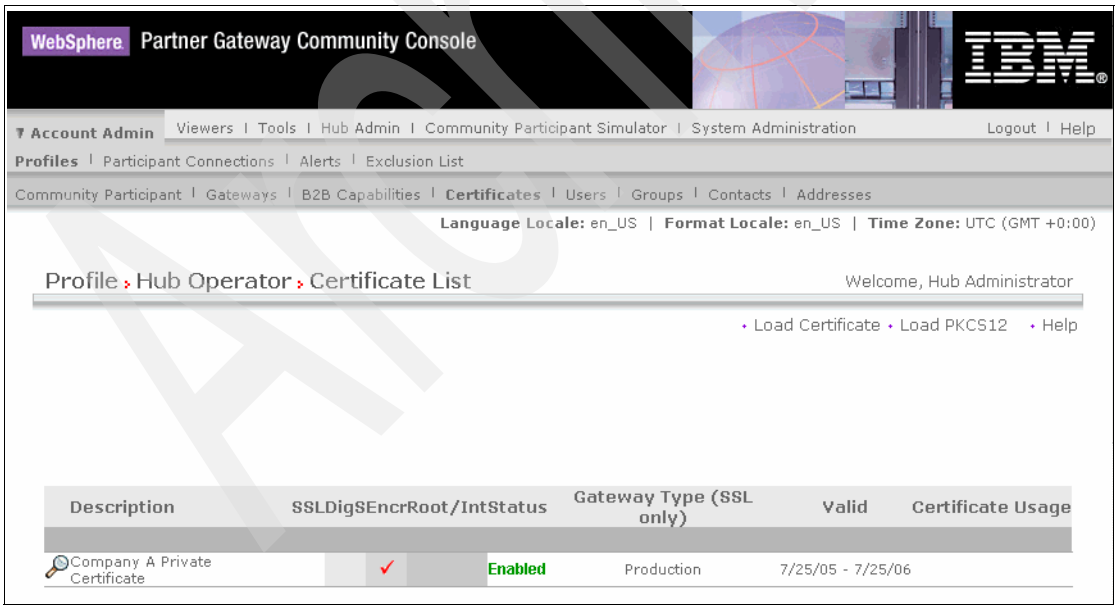

Figure 8-31 Certificate uploaded
6. Click **List** to return to the list of certificates that now contains the new entry. See Figure 8-31.